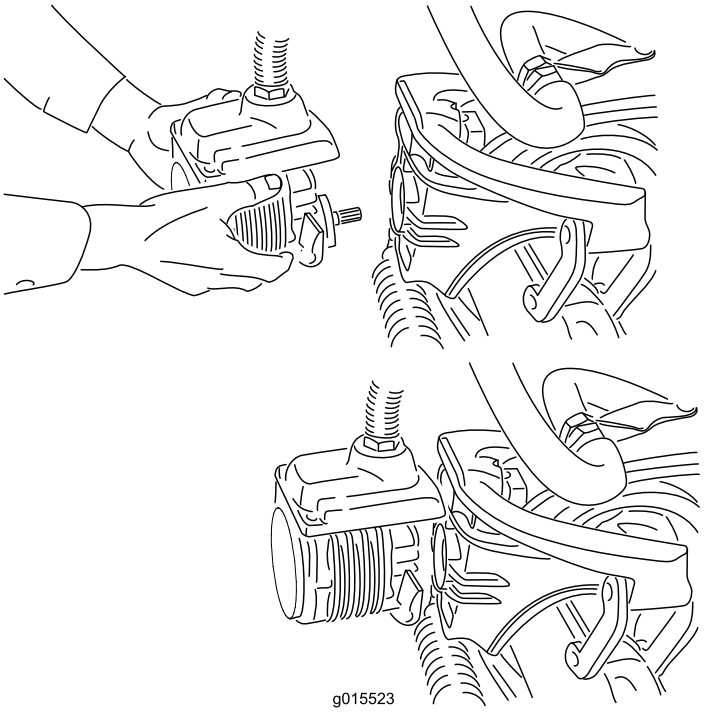

**Figur 36**
4. Flytta motorn till förvaringsutrymmet framför upphängningsarmen (Figur 36).